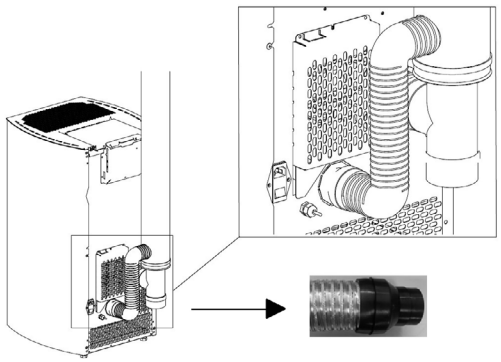
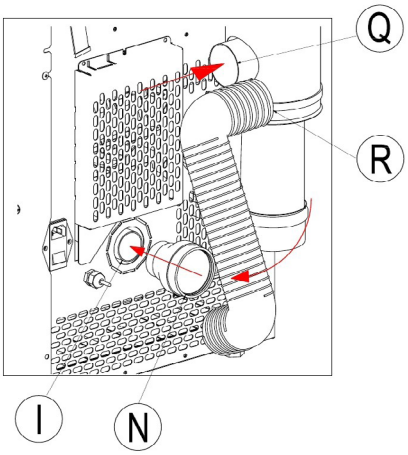
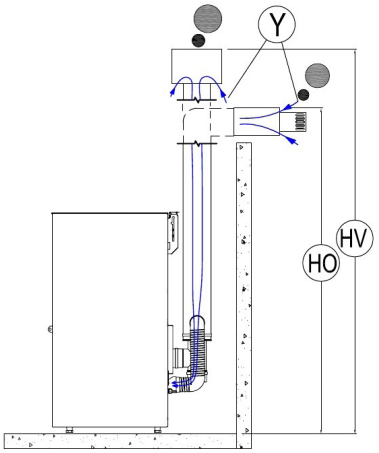

Fig. 9 - Flexibler Schlauch
Fig. 10 - Anschlüsse
Fig. 11 - Anschlüsse Rauchabzugsrohr
- Anschlussstück N auf das Lufteinlassrohr I setzen (siehe **Fig. 9 auf S. 12** und **Fig. 10 auf S. 12**). N mit Q unter Verwendung eines flexiblen Schlauchs mit einer Temperaturbeständigkeit von 100°C (empfohlen ein flexibler Aluminiumschlauch) verbinden.
- Max. zulässige Höhe bei Rauchabzugsrohr mit vertikalem Abzug (Dach) HV = 6m (siehe **Fig. 11 auf S. 12**).
- Max. zulässige Höhe bei Rauchabzugsrohr mit horizontalem Abzug (Wand) HO = 2,6 m (siehe **Fig. 11 auf S. 12**).
LEGENDE	*Fig. 10 auf S. 12 - Fig. 11 auf S. 12*